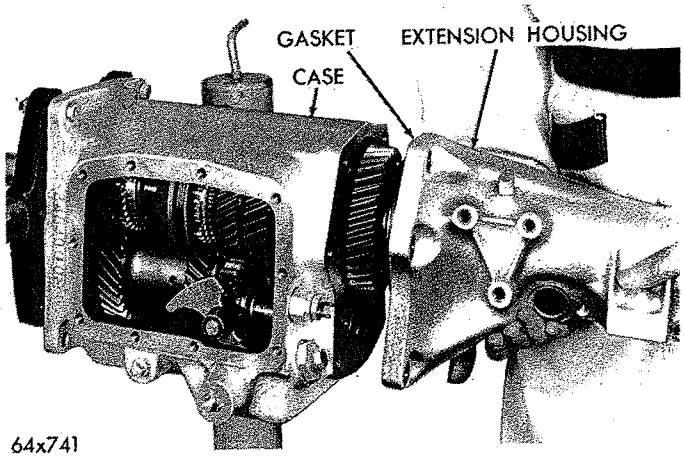

***Fig. 10—Removing or Installing Extension Housing and Mainshaft Assembly***
(2) Remove bolts that attach extension housing to the transmission case.
(3) Slide third and fourth synchronizer sleeve slightly forward, then using a soft hammer, tap on extension housing (in a rearward direction). Slide housing and mainshaft assembly out and away from the case (Fig. 10).